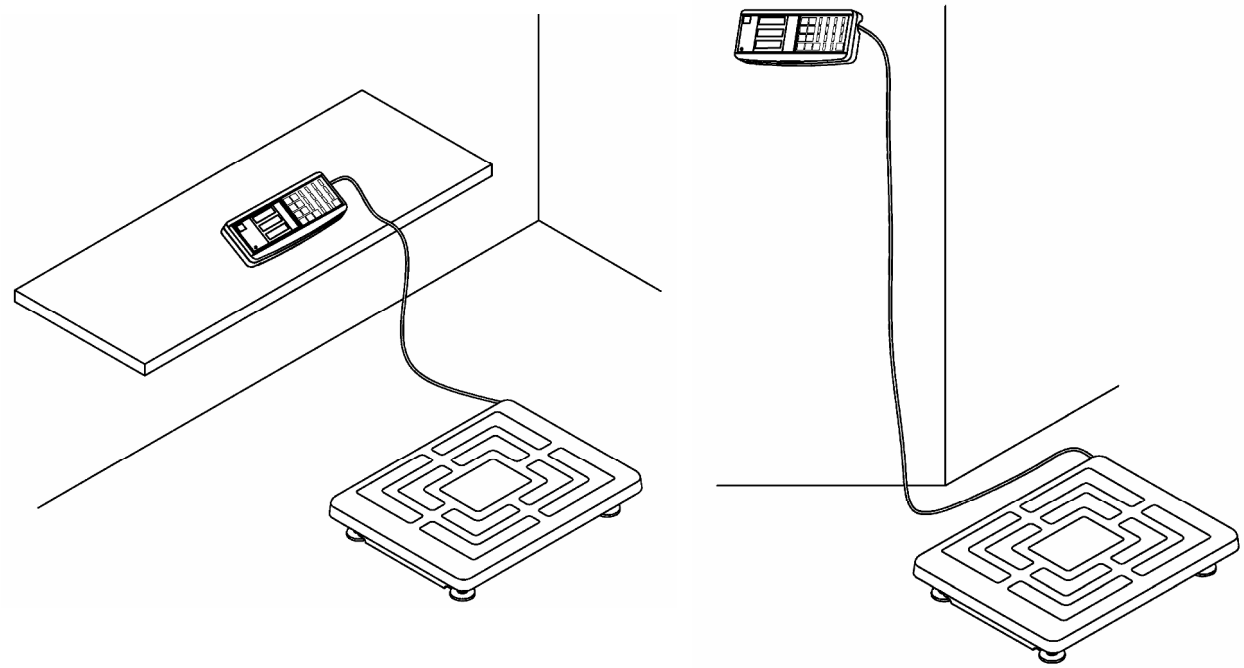

Рис. 6.1 - Варианты размещения устройства индикации:
- выбрать удобный вариант размещения устройства индикации для работы с весами (Рис. 6.1).